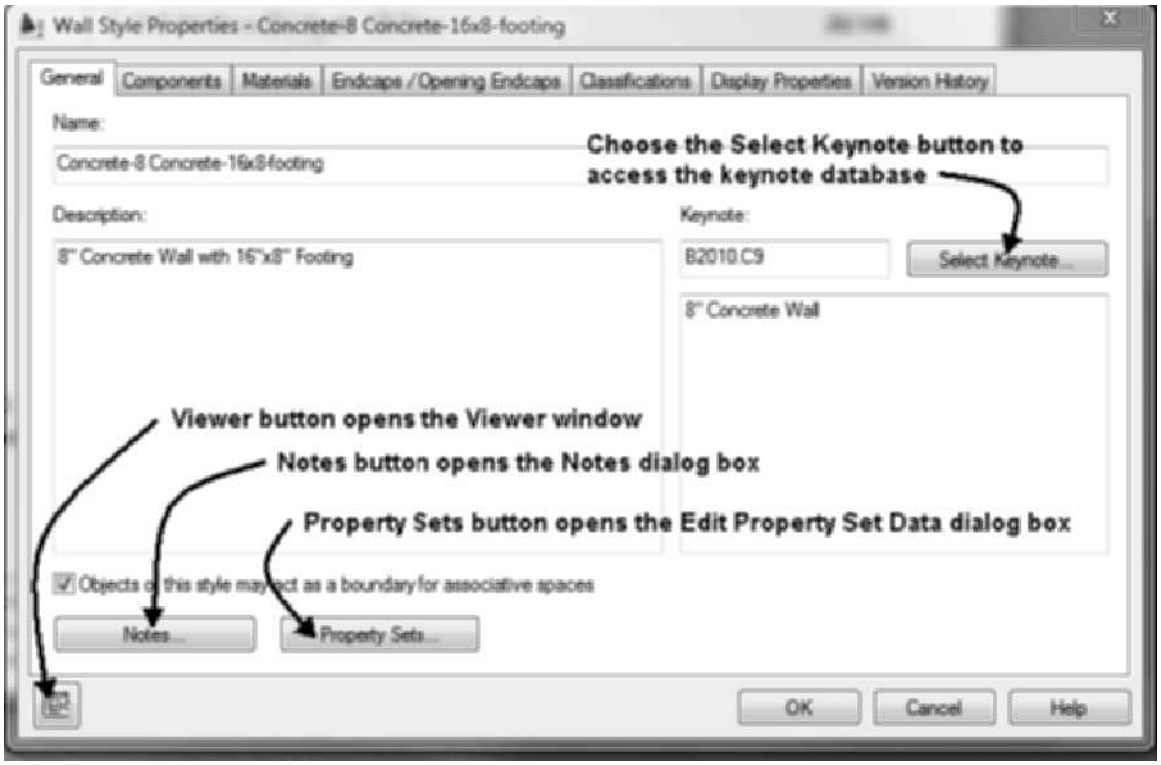
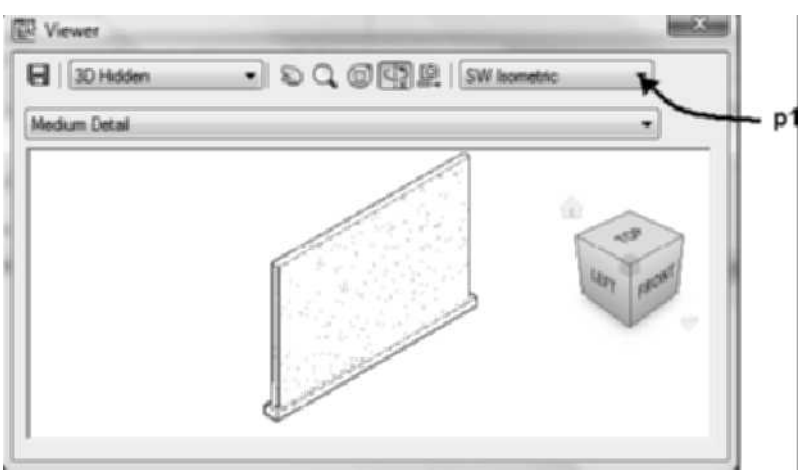

FIGURE 3.10 *General tab of the Wall Style Properties dialog box*
FIGURE 3.11 *Wall displayed in the Viewer*
To edit a wall style, select the wall and choose Edit Style from the General panel of the Wall contextual tab; the **Wall Style Properties** dialog box opens as shown in Figure 3.10. The Wall Style Properties dialog box is identical in content to the right pane of the Style Manager. The right pane of the Style Manager or the Wall Style Properties dialog box consists of the following tabs: **General**, **Components**, **Materials**, **Endcaps/Opening Endcaps**, **Classifications**, **Display Properties**, and **Version History**. Note that the Version History tab is not displayed for new styles. The Version History tab is created and utilized to track style versions during project synchronization, which will be discussed in Chapter 10. A description of the options in each tab of the Wall Style Properties dialog box is explained in the following tutorial.
4. Choose the General panel. The Keynote field shown in Figure 3.10 lists the metric or imperial keynote. Choose the Select Keynote button to display the Select Keynote dialog box. The keynote database file includes a list of keynotes. Choose OK to dismiss the Select Keynote dialog box.
5. You may choose the Property Sets button of the General tab shown in Figure 3.10 to open the **Edit Property Set Data** dialog box. This dialog box allows you to edit or add the property sets associated with a wall style. Property data are used to develop schedules from the drawing and will be presented in Chapter 11. Click OK to dismiss the Edit Property Set Data dialog.
7. Choose the Viewer button located in the lower-left corner as shown in Figure 3.10 to preview the wall style. The Viewer is shown in Figure 3.11. Choose SW Isometric from the View flyout at p1 to view the wall in pictorial. Choose the X in the upper-right corner to close the Viewer.